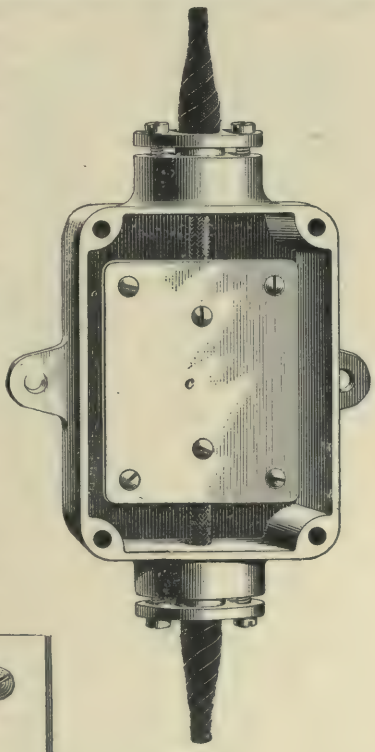

FIG. 9.
of the metal may be effective. This distance apart is so great as to render the device useless as an arrester, were it not for the charred surface between the blocks; the charred surface brings down the resistance of the gap so that a discharge will pass over it as readily as it will jump a very narrow air gap. Another block of wood, *c*, Fig. 9, fits down snugly over the metal blocks and their supporting wooden block, with which they are flush, leaving no room for the non-oxidizing vapors to discharge themselves, and thereby prevent the arc. The reason given for the destruction of the arc before it has a good chance to mature is as follows: As soon as the
**10. Remarks.**—The Westinghouse arrester is entirely unique, and there are a great many of them in use, both for car work and line work. Their strong point is their simplicity; it makes no difference in what position they are fastened, either in or under a car, and it makes no difference which lead is made trolley and which is made ground. If, through some violent discharge or defect in workmanship, the two blocks *b*, *b* should become short-circuited, it is only necessary to clip either of the flexible wires leading into it in order to cut the arrester out. Like all other arresters, it should be inspected occasionally to see if it is in good shape, for even though the arrester itself might be in perfect order, a loose or broken connection in any wire leading to or from it would render the device inoperative. To inspect the arrester, the iron lid must be removed, and also the wooden block *c*, Fig. 9. This can be done without taking the device from under the car.